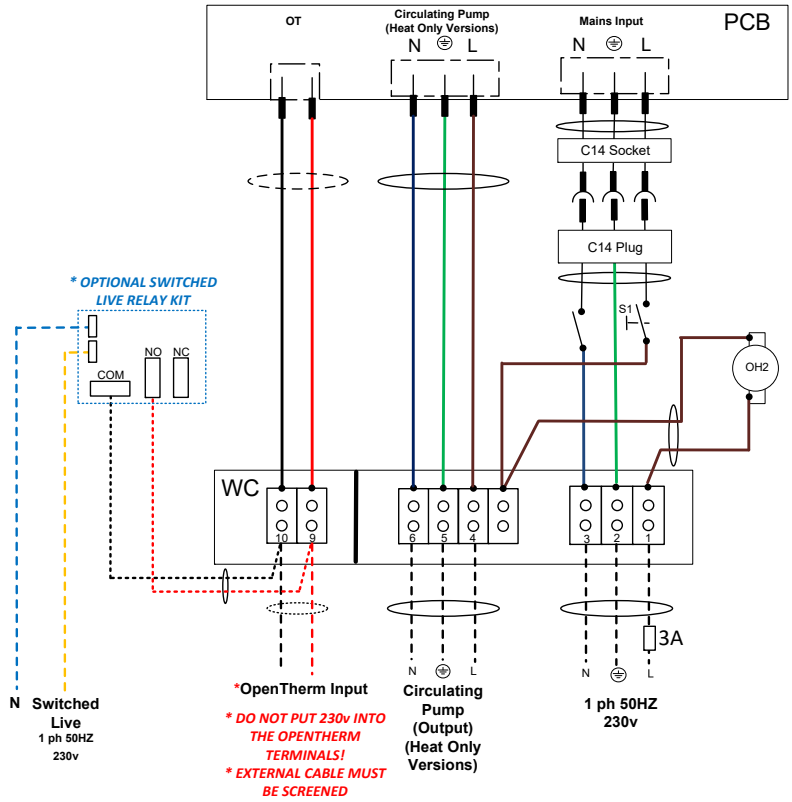

Fig 40
4. Wire as per Fig 40
On the EOGB Sapphire boiler, an external modulating circulation pump will need to be wired into the EOGB Sapphire wiring centre on terminals 4,5 and 6 **(See Fig 40)**